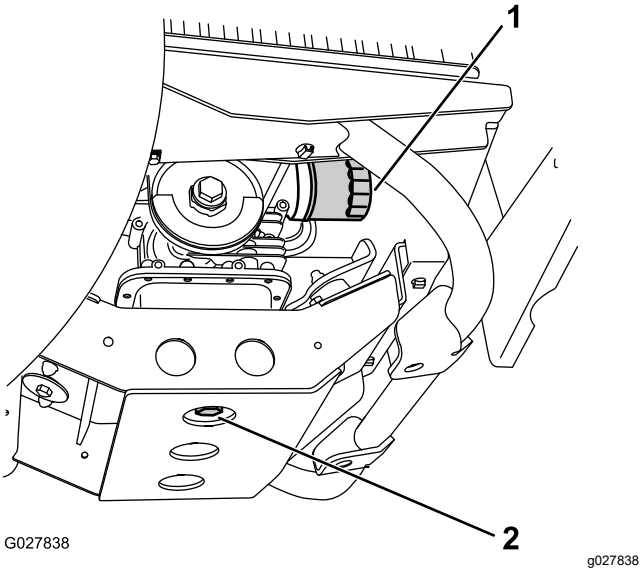

Figuur 37
5. Zet een opvangbak met een inhoud van minstens 1,6 liter onder de aftapplug (Figuur 37).
6. Verwijder de aftapplug (Figuur 37).
7. Monteer de aftapplug en de pakking (Figuur 37), en draai de plug vast met een torsie van 45 tot 53 N·m.
2. Verwijder het oude oliefilter (Figuur 37).
4. Schroef het nieuwe oliefilter op het filteradapter totdat de pakking contact maakt met de bevestigingsplaat. Draai het filter vervolgens nog eens een ½ tot ¾ slag vast (Figuur 37).